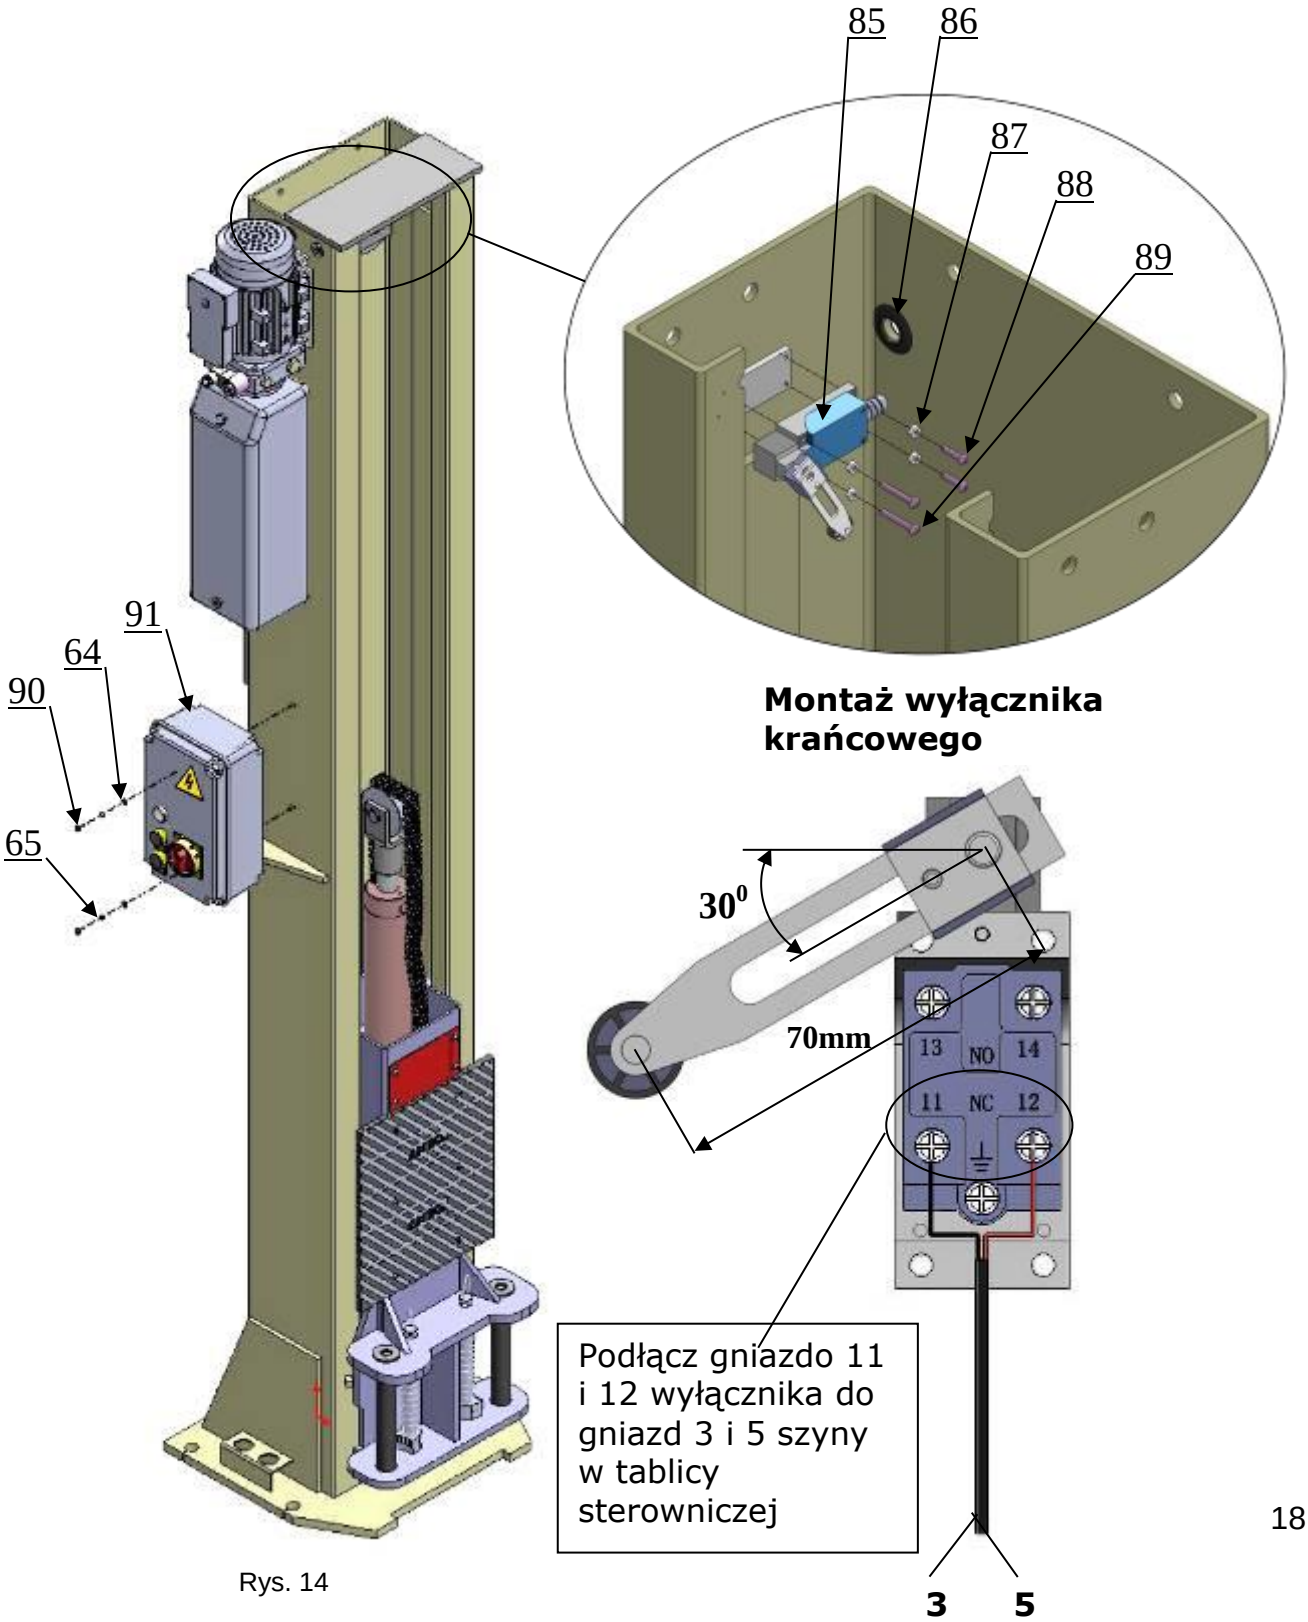

Rys. 14
3.10. MONTAŻ WYŁĄCZNIKA KRAŃCOWEGO (Patrz rys. 14)